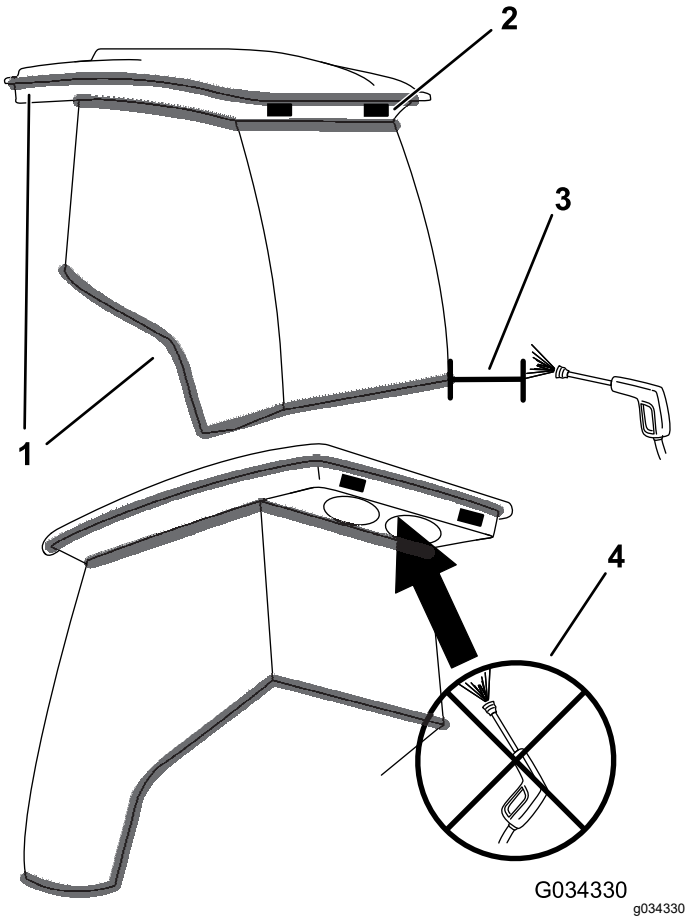

**Figuur 86**
***Belangrijk:*** **Wees voorzichtig in de buurt van de afdichtingen van de cabine (Figuur 86). Als u een hogedrukreiniger gebruikt, houd de spuitstok dan minstens 0,6 m van de machine vandaan. Richt de hogedrukreiniger niet rechtstreeks op de afdichtingen van de cabine of onder de overhang aan de achterzijde.**